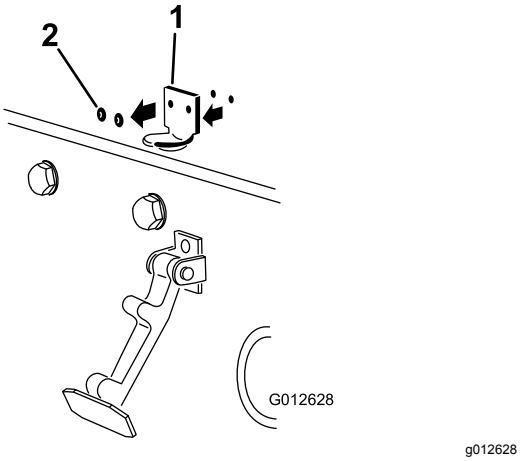

**Figur 3**
2. Ta bort de två nitarna som fäster motorhuvslåsfästet på motorhuven (Figur 3). Ta bort motorhuvslåsfästet från motorhuven.